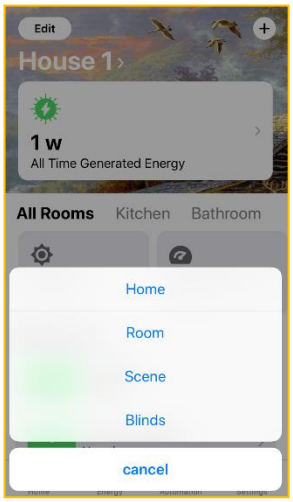

Figure 17
10.5.2. Select **Home** from the menu options *(Fig. 17)*.